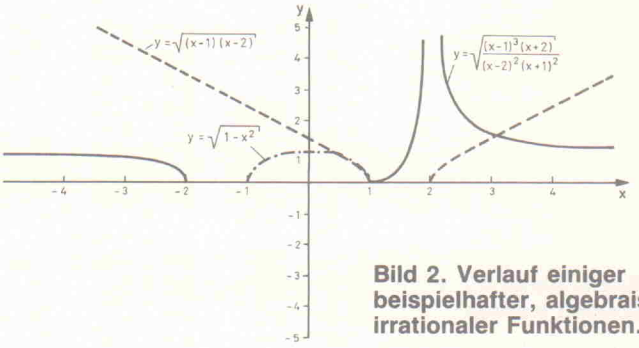

**Bild 2. Verlauf einiger beispielhafter, algebraisch irrationaler Funktionen.**
eingesetzt werden (Bild 2), als nichtinvertierender Verstärker (Bild 3) im Bereich zwischen
**Bild 2. Als nichtinvertierender Verstärker arbeitet der CLC 501 zuverlässig und ohne äußere Kompensationsmaßnahmen im Verstärkungsbereich zwischen 7- und 50-fach.**
In dieser Folge sollen nun die algebraisch irrationalen Funktionen näher untersucht werden. In Bild 2 sind verschiedene Beispielfunktionen und deren Verlauf im kartesischen Koordinatensystem dargestellt. Bemerkenswert ist, daß auch die Wurzelfunktionen im Grunde Exponentialfunktionen sind, wobei jedoch der Exponent als Bruch auftritt. Es gilt: